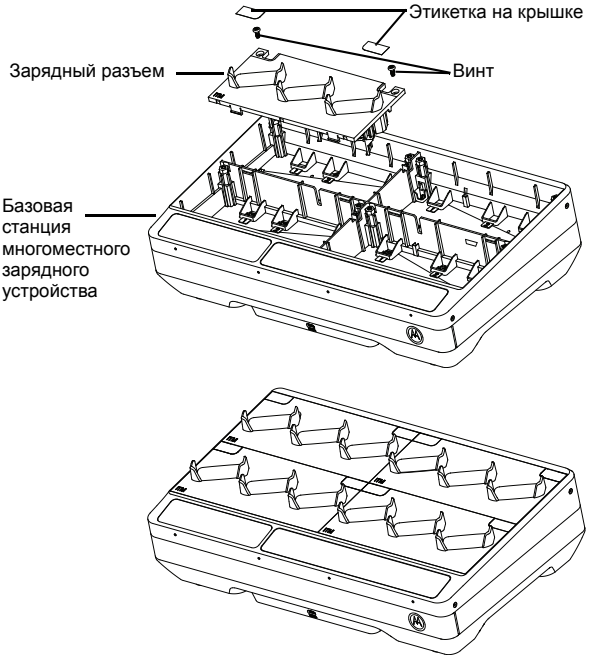

Рис. 8. Установка и отсоединение зарядного разъема.
4. Снимите зарядный разъем, потянув вверх соединительный разъем (см. Рис. 8).